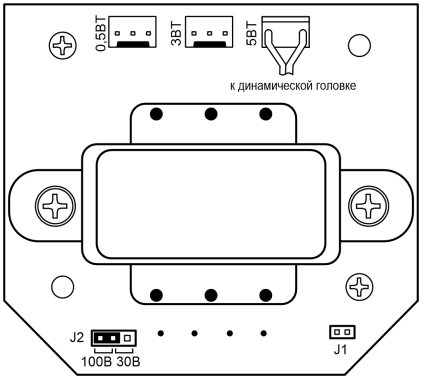

Рисунок 3 *– Плата оповещателя*
4.1 Конструктивно оповещатель состоит из крышки и основания. На основании установлены плата АС и динамическая головка. Динамическая головка подключается к плате АС через один из трех разъемов: «0,5ВТ», «3ВТ», «5ВТ» (см. рис. 3) в зависимости от требуемой мощности (в заводских настройках используется разъем «5ВТ»).
АС поставляется с разомкнутой перемычкой J1. В оповещателе, установленном последним на линии оповещения, нужно замкнуть перемычку J1 (входит в комплект поставки). В остальных АС она должна быть разомкнута (см. рис. 3 и 4).
Перемычка J2 (рис. 3) предназначена для выбора напряжения входного сигнала 100 В или 30 В (поставляется с замкнутым положением «100В»).